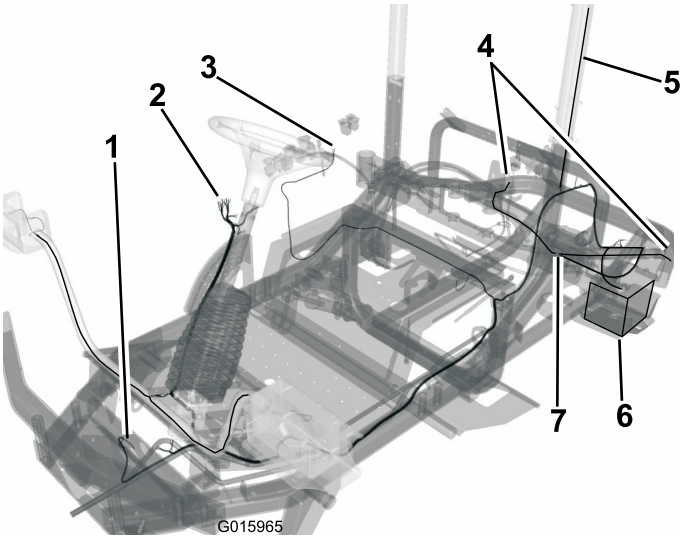

Figur 12
- Før ledningssatsen til hornet og koble de to ledningene til terminalene (Figur 12).